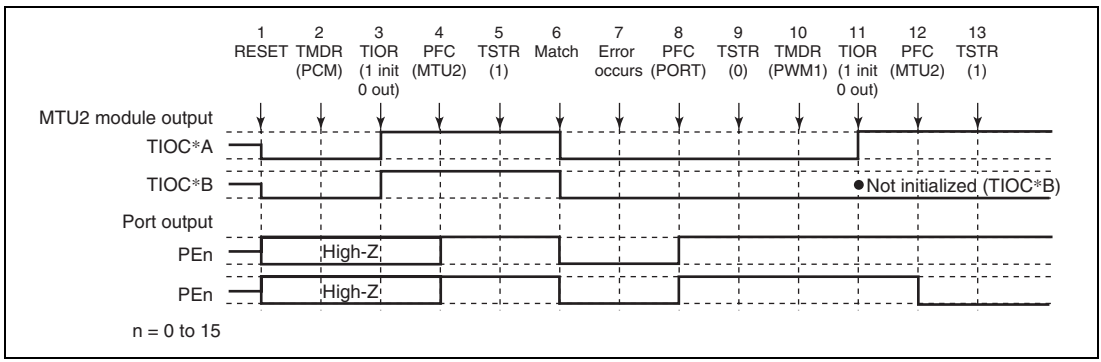

**Figure 10.155 Error Occurrence in Phase Counting Mode, Recovery in PWM Mode 1**
**Operation when Error Occurs during Phase Counting Mode Operation, and Operation is Restarted in PWM Mode 1:** Figure 10.155 shows an explanatory diagram of the case where an error occurs in phase counting mode and operation is restarted in PWM mode 1 after re-setting.